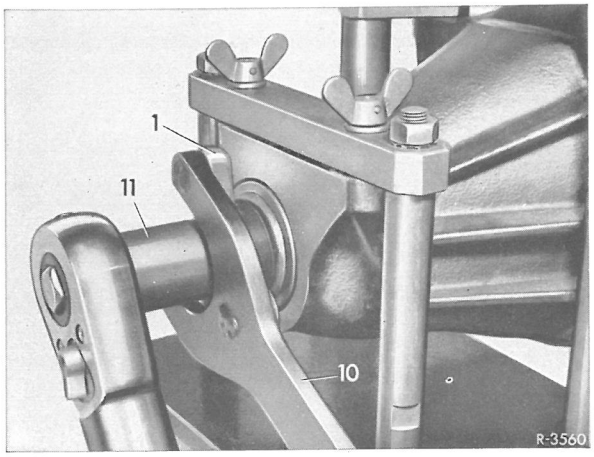

Fig. 35-7/2
2 Holdenøglen (1o) sættes på kardanflangen (1) og notmøtrikken (2) løsnes med notmøtriknøglen (11) (fig. 35-7/2).